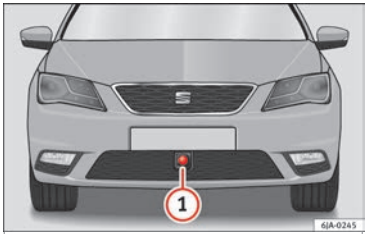

Fig. 189 On the front bumper: radar sensor.
A radar sensor is installed on the front bumper to determine the traffic situation ››› **Fig. 189 (1)**. This sensor can detect vehicles in front up to a distance of approximately 120 m.